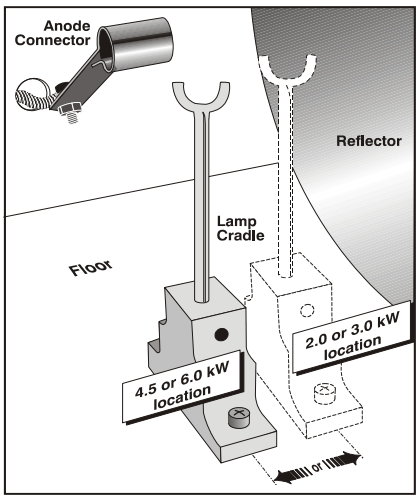

Figure 2-19 Lamp Cradle Position
- For 2.0 or 3.0 kW lamps, move the cradle to the rear position, i.e., approximately 1” closer to the reflector (**Figure 2-19**).